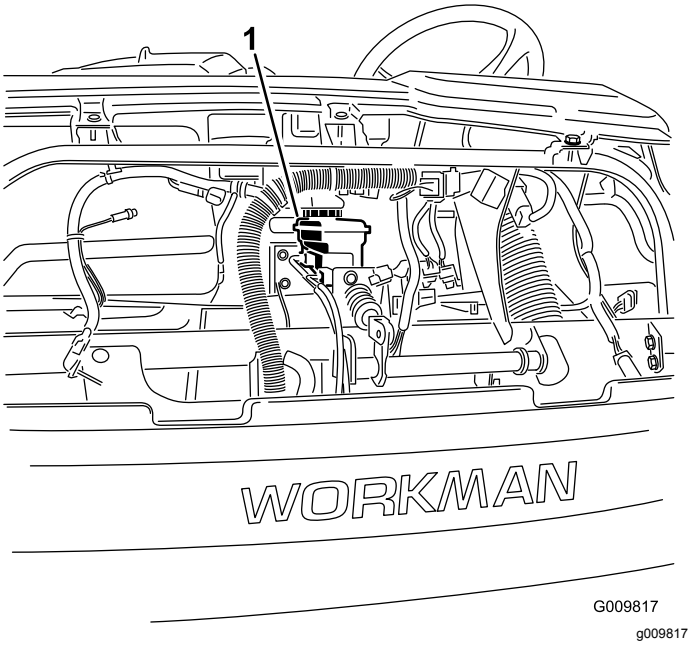

Figur 54
4. Lyft upp motorhuven så att du kommer åt huvudbromscylindern och behållaren (Figur 54).